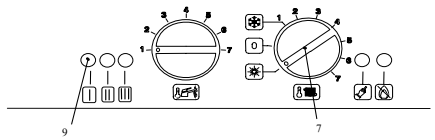

Fig. 2.5
4. If d.h.w. supply only is required, position the function switch 7 as in Fig. 2.5. The appliance operation light 9 will flash every 2 seconds (operating boiler).
4. Если существует потребность только в горячей воде, переместите переключатель 7 в положение, указанное на рис. 2.5. Индикатор котла 9 будет мигать каждые 2 сек. (котел работает).